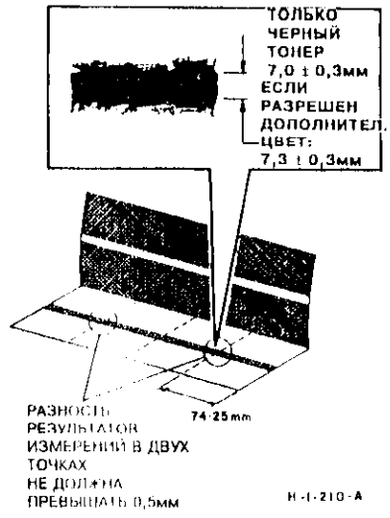

Рисунок 4. Измерение ширины линии офсета
8. (Рисунок 4) Измерьте ширину линии офсета по сгибу в двух местах. Она должна составлять 7,0 ± 0,3 мм. Разность между двумя измерениями не должна превышать 0,5 мм